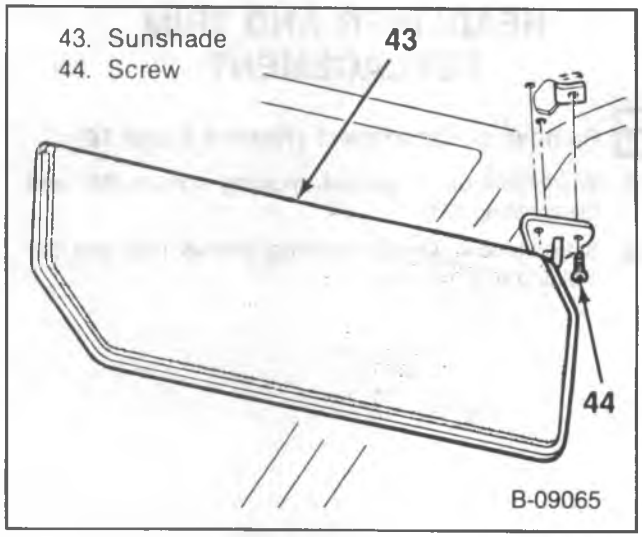

Figure 10—Sunshade
1. Windshield upper garnish molding screws (56) and the molding (55).
2. Side window garnish molding screws (58) and the molding (59).
3. Windshield garnish molding screws and the molding (57).
4. Roof rear header molding screws (60) and the molding (53).
5. Lock pillar garnish molding screws and the molding (61).
6. Sunshade screws and the sunshade (figure 10).
7. Headliner (54) from the vehicle.
1. Headliner (54) to the vehicle.
2. Sunshade and screws (figure 10).
3. Lock pillar garnish molding (61) and screws.
4. Roof rear header molding (53) and screws (60).
5. Windshield garnish molding (57) and screws.
6. Side window garnish molding (59) and screws (58).
7. Windshield upper garnish molding (55) and screws (56).